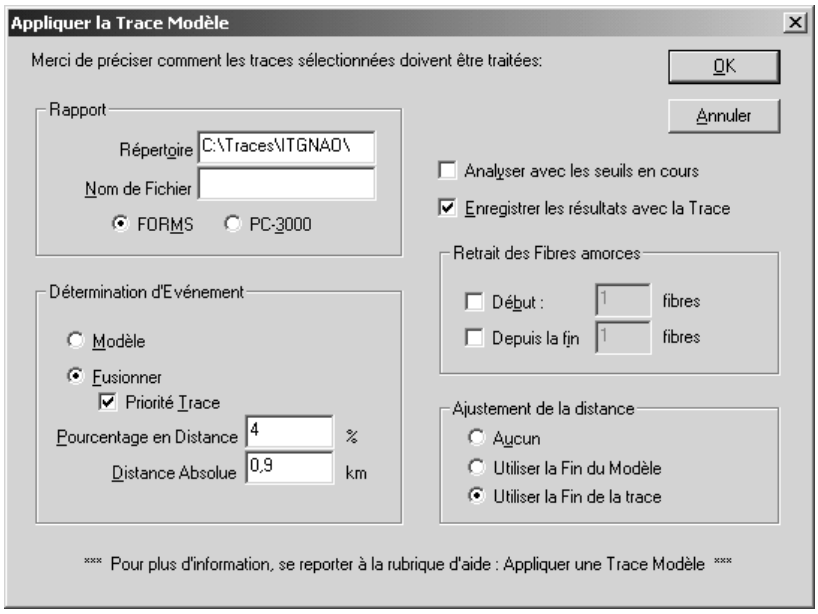

Figure 9-1: Boîte de dialogue Appliquer Modèle d'Epissure
4. Sélectionner Trace>Appliquer un Modèle. La boîte de dialogue Appliquer un Modèle (Figure 9-1) s'affiche.
La boîte de dialogue Appliquer Modèle d'Epissure (Figure 9-1) permet de sélectionner différentes valeurs et paramètres qui déterminent la manière dont les traces doivent être traitées.